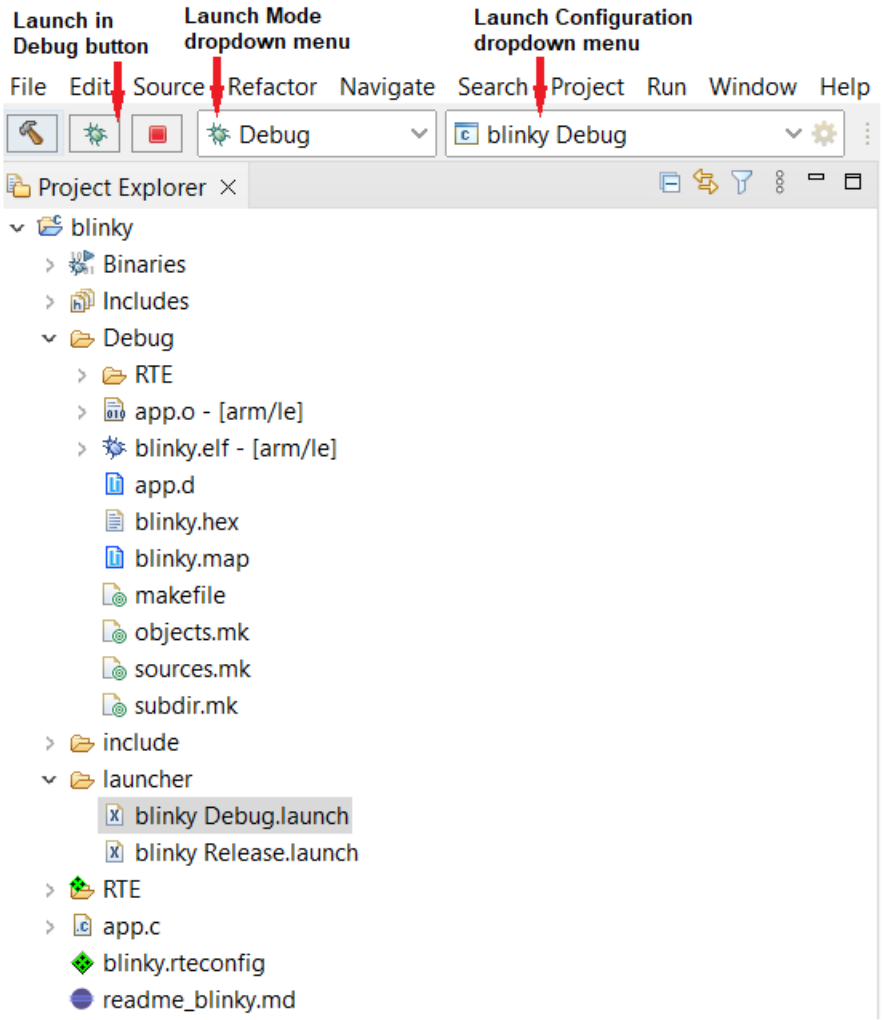

Figure 12. Launching a Debug Session
1. From the **Launch Mode** dropdown menu, select **Debug**. From the **Launch Configuration** dropdown menu, select **blinky Debug**. Both are shown in the "Launching a Debug Session" figure (Figure 12)).
2. Press the **Launch in Debug** button (also shown in the "Launching a Debug Session" figure (Figure 12)) to launch the debug session. J-Link downloads the *blinky* sample code to RSL15's flash memory.